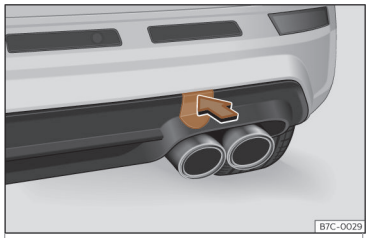

Fig. 43 En el lado derecho del paragolpes trasero: retirar la tapa.
El alojamiento de la argolla de remolque enroscable se encuentra en el lado derecho del paragolpes trasero detrás de una tapa ››› fig. 43.
- Presione sobre la zona superior de la tapa ››› fig. 43 para desencastrarla.